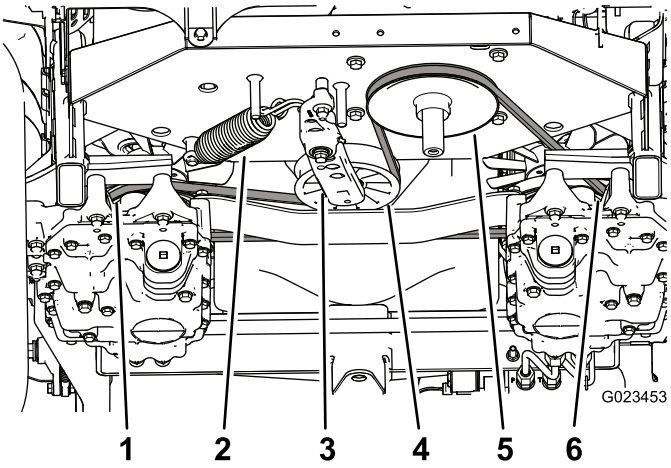

Figur 57
3. Bruk en skralle i det firkantede hullet i spennarmen for å motvirke spennfjæren (Figur 57), og fjern remmen fra spennremskiven.
4. Hekt løs spennfjæren fra spennarmen og rammen (Figur 57).
9. Monter fjæren på spennarmen og rammen (Figur 57).